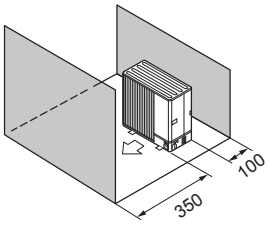

Fig. 1-11
⑤ Obstacles at front and rear only (Fig. 1-11)